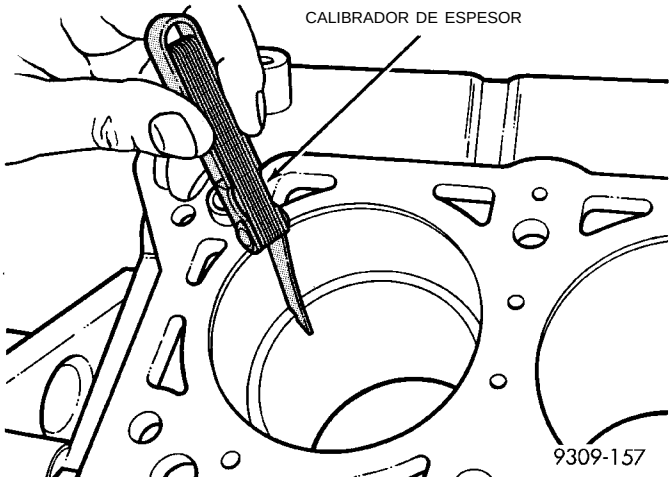

Fig. 5 Luz de aro de pistón
(1) Limpie el diámetro interno del cilindro. Inserte el aro y presione hacia abajo junto con el pistón para asegurarse de que calce correctamente en el hueco. La medición de la luz entre puntas de aro debe efectuarse con el aro colocado por lo menos a 12 mm (0,50 pulgadas) de la base del diámetro interno del cilindro. Verifique la luz con el calibrador de espesor (Fig. 5). Consulte las especificaciones en la (Fig. 7).